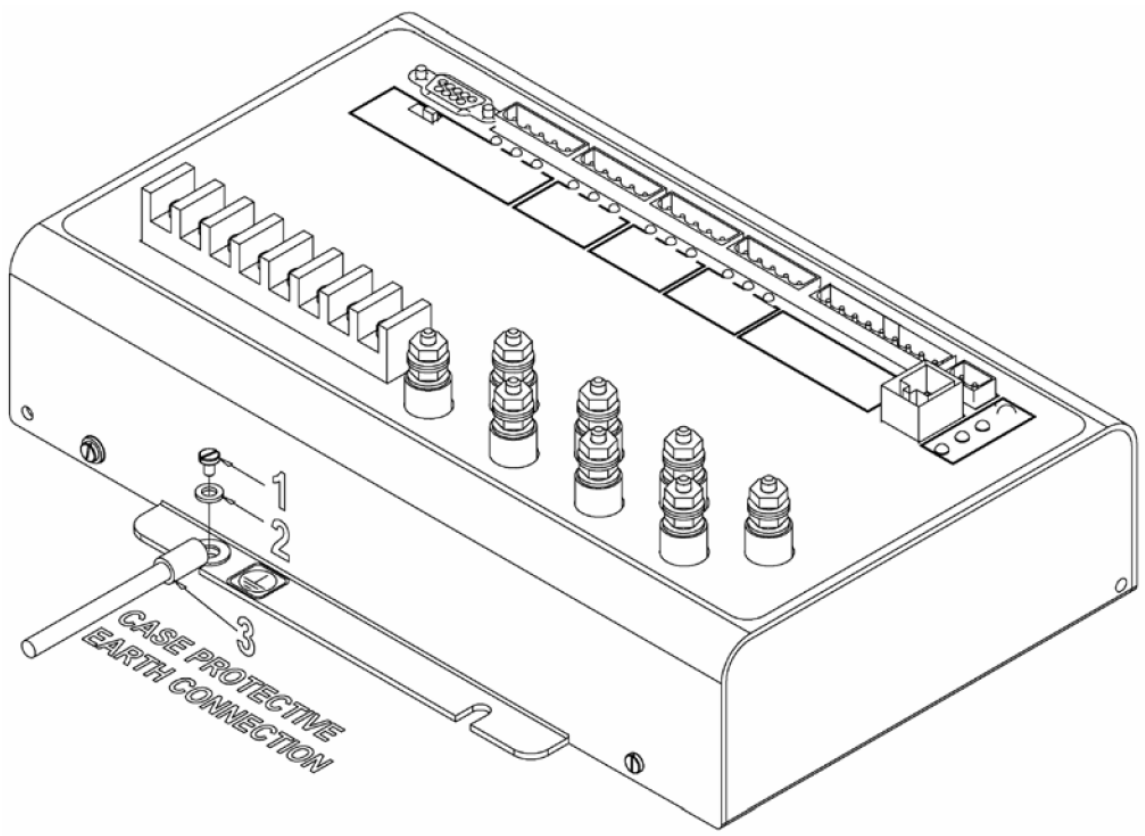

图 4.1：仪表外壳接地接线
- 为了满足 UL 标准的要求，仪表的外壳必需接到安装区域内的一个可靠的保护地上，接地导线的最小线径#14 AWG（2mm^2），并采用专用工具压接的环形端子。使用#6 螺钉(1)和防松垫片(2)把环形端子(3)紧固在仪表外壳左下侧安装孔上，如图 4.1 所示。